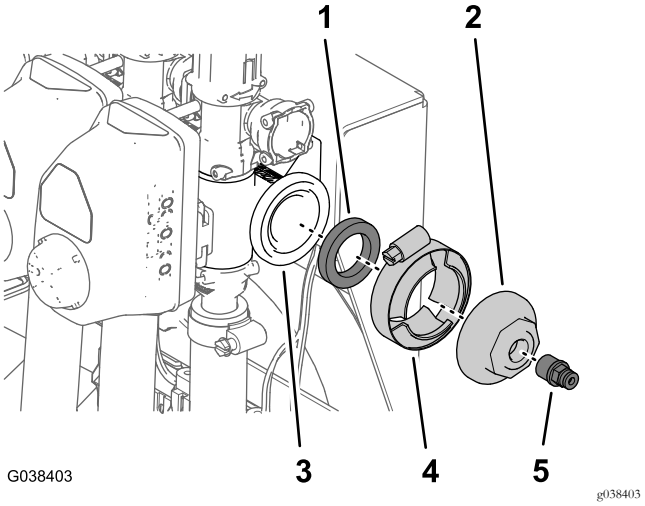

Figura 87
1. Retire o grampo flangeado que prende a junta e o tampão à flange na válvula de pulverização direita (Figura 87).
2. Retire o acoplador de tubos na porta no tampão (Figura 87).